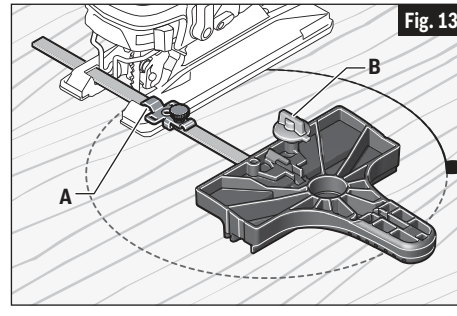

Fig. 13
4. Inserte la barra de la guía a través de una abrazadera y luego a través de las ranuras provistas en el pie, desde cualquiera de los dos lados del pie, (Fig. 13). (Si es posible, coloque una segunda abrazadera sobre la barra desde el lado opuesto de la sierra caladora.)